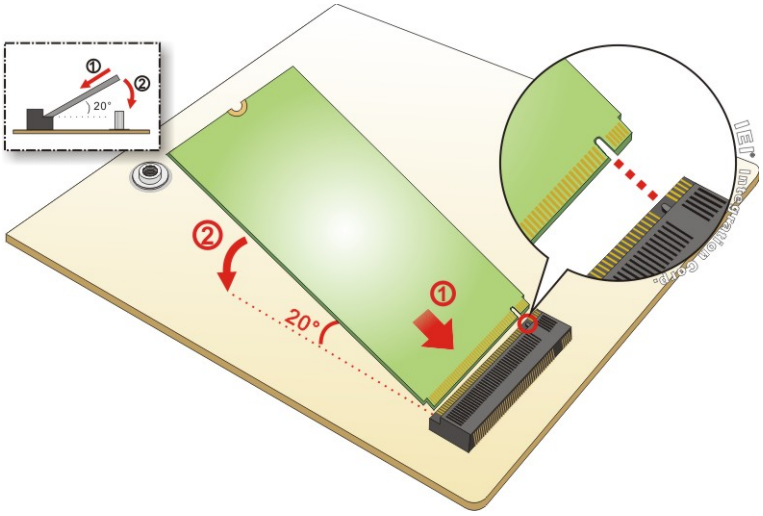

Figure 3-3: Inserting SSD into the Socket at an Angle
Step 3: Line up the notch on the SSD with the notch on the socket. Slide the SSD into the socket at an angle of about 20º (**Figure 3-3**).